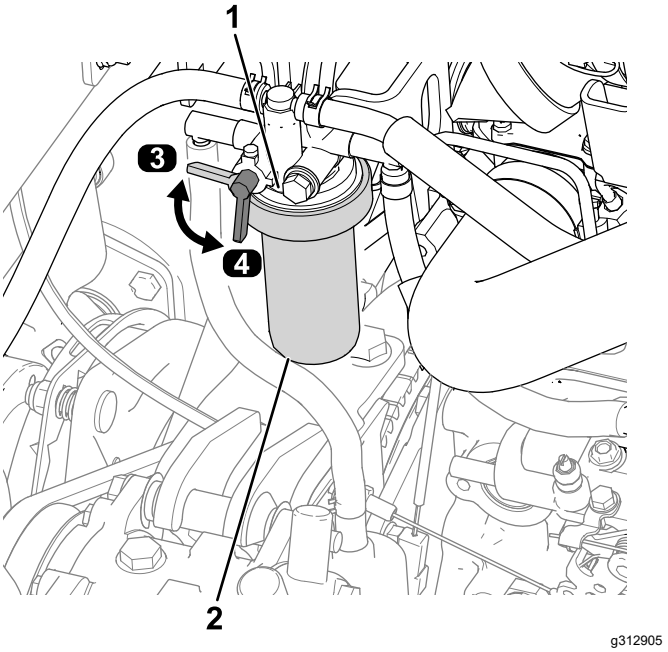

Figur 59
1. Drej grebet til brændstofventilen til positionen OFF (fra) (Figur 59).
2. Rengør området omkring brændstoffilterhovedet (Figur 59).
3. Afmonter filteret, og rengør filterhovedets monteringsflade (Figur 59).
6. Drej grebet til brændstofventilen til positionen ON (til) (Figur 59).